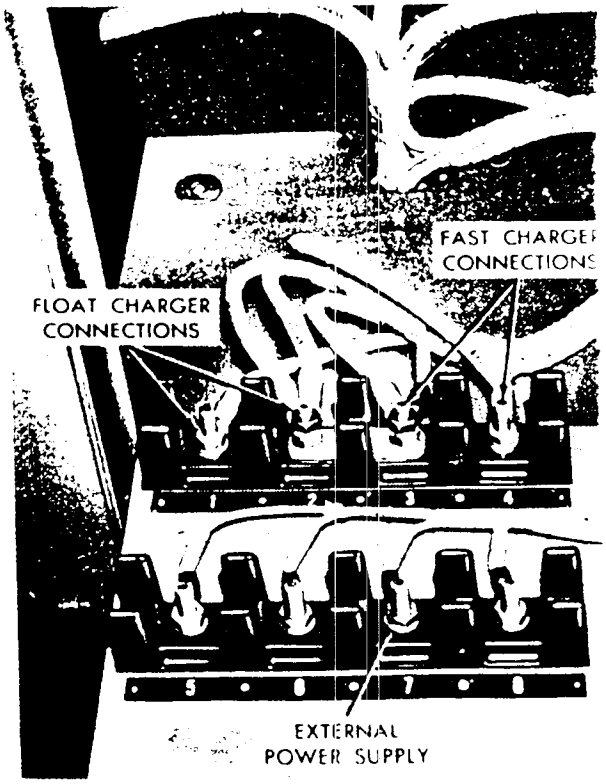

*Figure 240. Terminal strip connections.*
**6** connects the positive and negative terminals of the 33.4-volt battery charger (float charger) to the 1 and 2 positions o the terminal strip on the underside of th table (fig. 240).